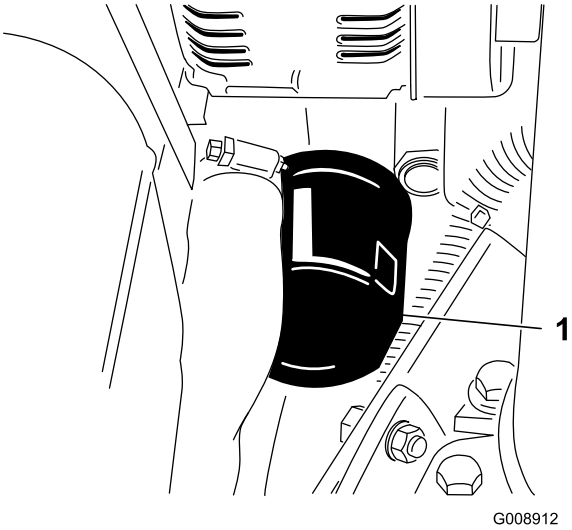

Figur 51
3. Fjern oliefilteret (Figur 51).